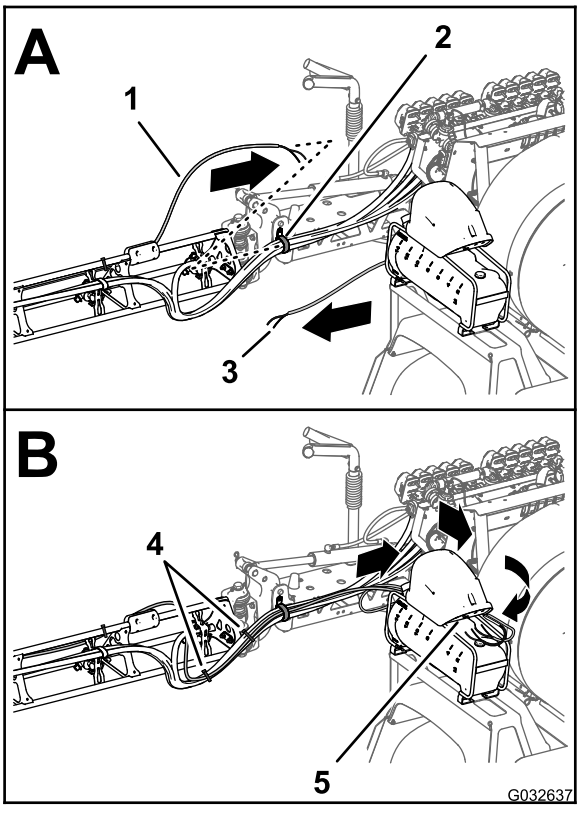

**Figur 173**
1. Før slangerne til skumdyserne på venstre og højre bomsektion indad og igennem R-klemmen i nærheden af drejepunktet for hver ydre bomsektion (Figur 173).
2. Før rørene frem langs den indvendige side af kompressoren til tanken (Figur 173).
11. Fastgør skummarkørrøret på spøjtedyseslangerne med 2 kabelbånd (Figur 173).